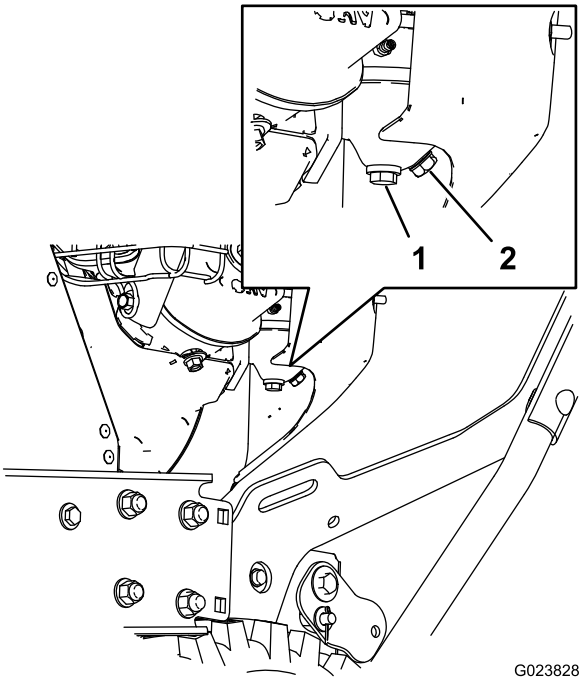

Bild 28
1. Suchen Sie die Ablassschraube im Seitenanschluss der Vergaserglocke (Bild 28).